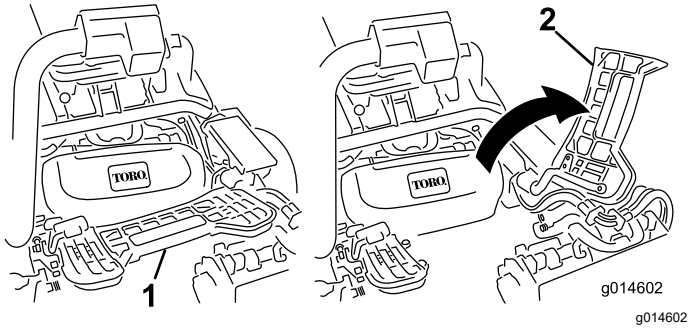

Figura 53
2. Levante el reposapiés y gírelo hacia arriba, para tener acceso a la posición de la unidad de corte central (Figura 53).